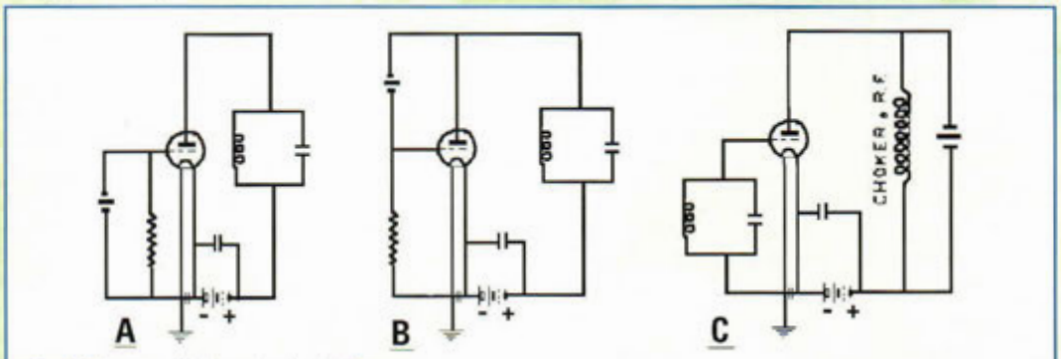

Fig.6 Piézo oscillateurs à circuit Pierce.
Les circuits utilisés pour obtenir de bons piézo oscillateurs sont nombreux. Le circuit Pierce, très simple est adapté aux réalisations industrielles, qui se distingue dans les trois types fondamentaux indiqués en fig.6 selon le point du circuit où est inséré le quartz, soit entre grille et filament (A), entre grille et plaque (B), entre plaque et filament (C).